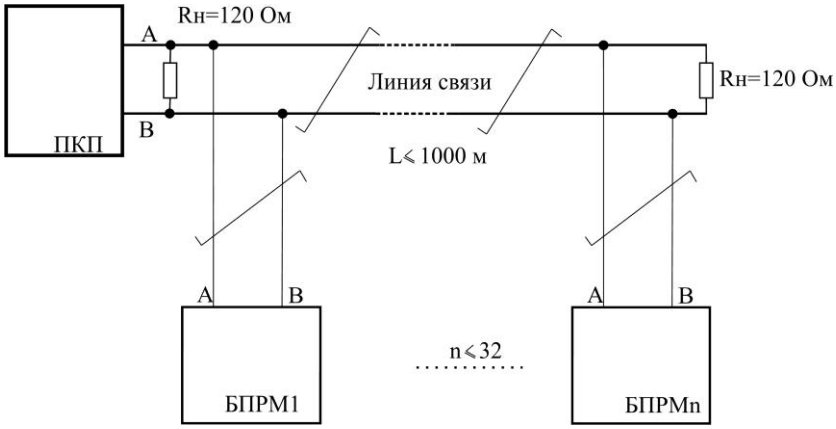

Рис. 4.11
4.3.1 Линия связи должна представлять собой один кабель витой пары (рис. 4.11). этому кабелю присоединяются все БПРМ* извещателей и ППК. Кабели, соединяющие линию связи с БПРМ (ответвления), должны быть как можно короче.